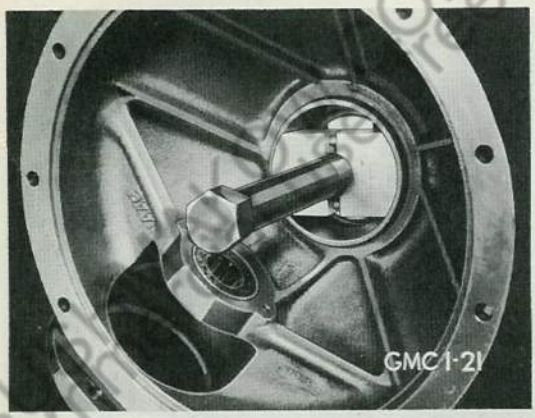

Fig. 13 Removing Diff. Side Bearing Cups
5. Inspect side bearing cups in housing and, if necessary, remove with Tool No. J-1708, as shown in Fig. 13. **Note:** Axle shafts must be removed to remove bearing cups. See "To Remove Axle Shafts." Also see "To Inspect Axle Housing" in Front Axle group for inspection, removal and installation of bearing cups and shaft oil seals in split type front axles.